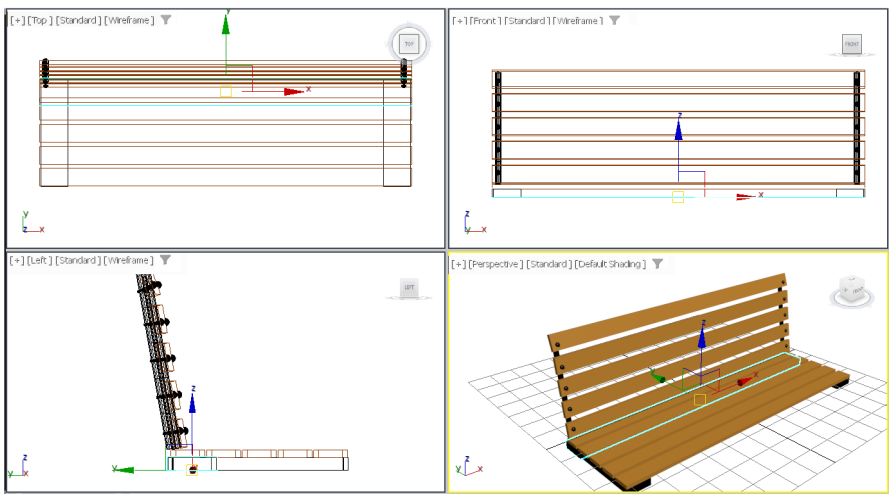

Figure 2-89 *Alignment of leg support003 with horizontal seat support in the viewports*
10. Choose the **Select and Move** tool and align *leg support003* with *horizontal seat support* in the viewports, as shown in Figure 2-89.